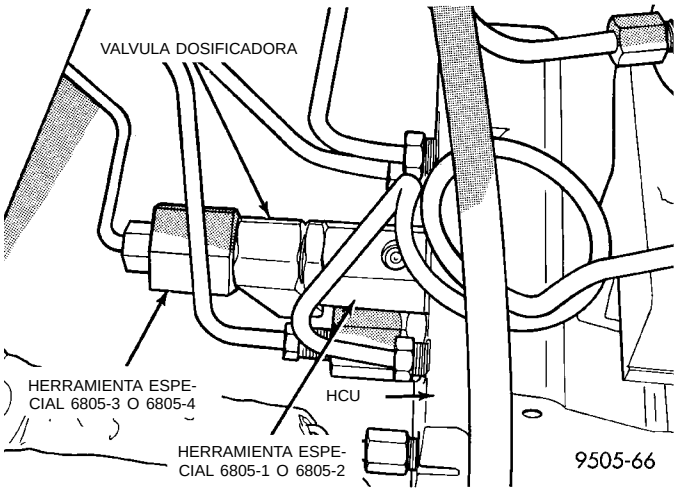

Fig. 30 Instalación de la válvula dosificadora para la prueba de presión
(4) Instale la Conexión para prueba de presión, Herramienta especial 6805-1 ó 6805-2 (Fig. 30) en el orificio de salida de la HCU.
(5) Instale la válvula dosificadora (Fig. 30) en la conexión para prueba de presión instalada en el orificio de salida de la HCU.
(6) Instale la conexión para prueba de presión, herramienta especial 6805-3 ó 6805-4 (Fig. 30) en la salida de la válvula dosificadora.
(7) Conecte el tubo de freno en la conexión para prueba de presión instalada en la válvula dosificadora (Fig. 30).